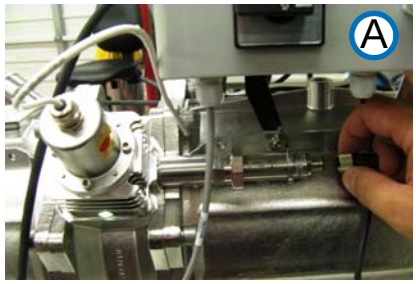

Figure 10-23: Replacing the Sensors (Generic View 1)
Step 1. To disconnect the harness connector (shown in view **A** in **Figure 10-23**), unscrew the sensor's threaded locking nut.